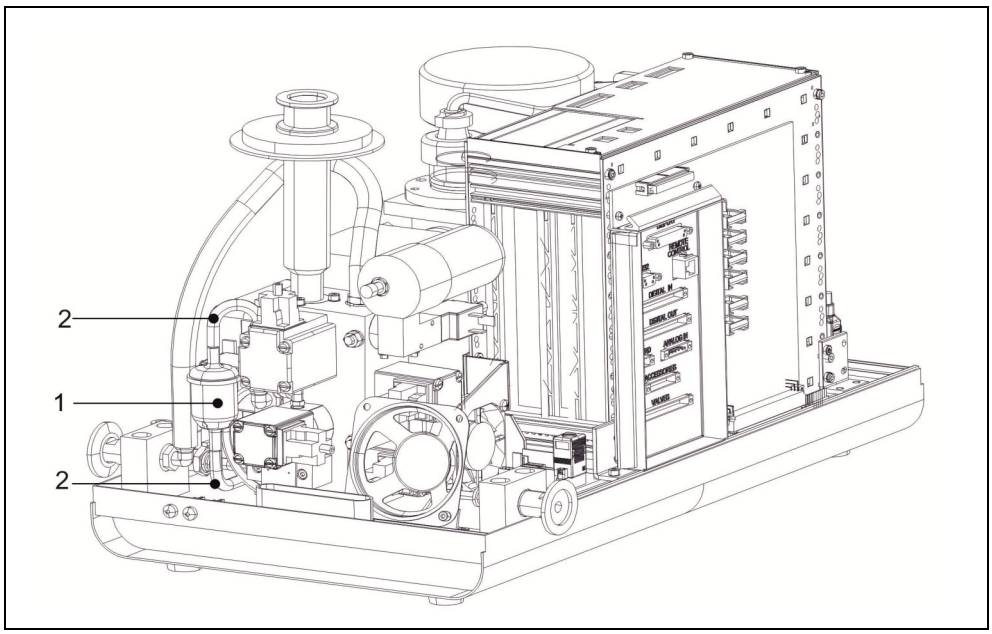

Abb. 7-8 Austausch Flutfilter Modul1000
- Für den Ausbau des Flutfilters lösen Sie die Schlauchverbindungen des Filters aus den Schnellkupplungen heraus. Durch Druck auf den äußeren Ring an den Schnellkupplungen, kann die Schlauchleitung abgezogen werden. Entnehmen Sie die Einbauposition nachstehender Abb. 7-8.